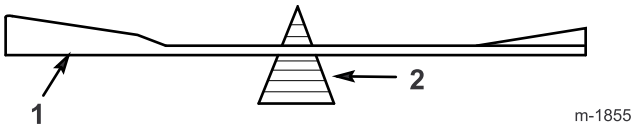

Figur 37
2. Kontrollera varje knivs balans med en knivbalanserare (Figur 37). Om kniven stannar kvar i ett horisontellt läge är den i balans och kan användas. Fila lite grann på knivens baksida om den inte är i balans. Upprepa detta moment tills varje kniv är balanserad.